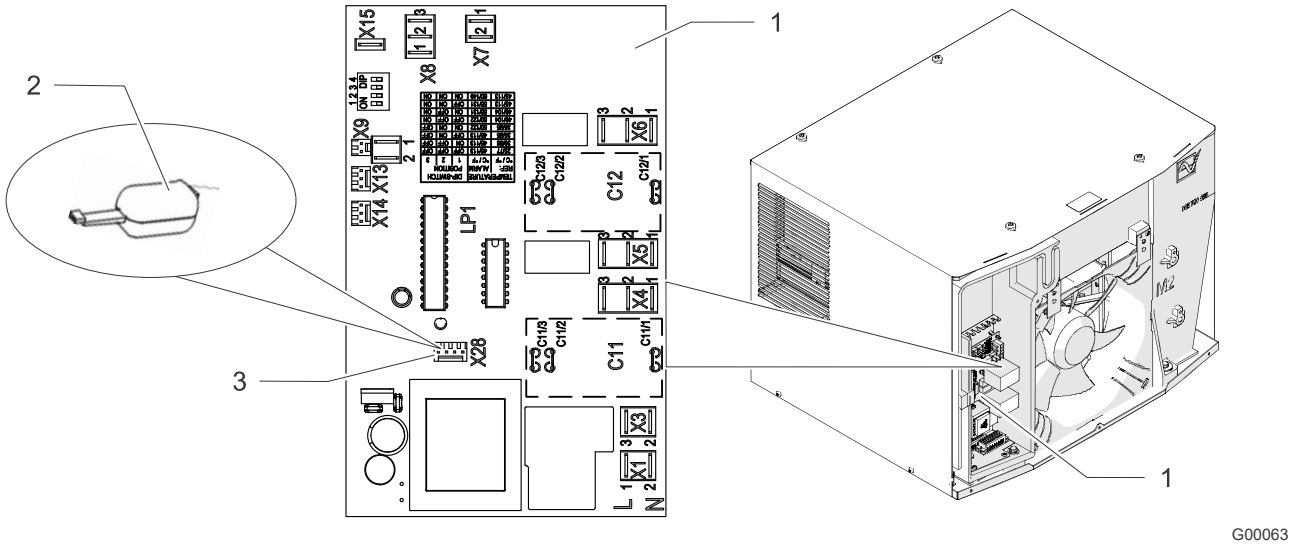

Fig. 24 : Interface de service
- La prise pour l'adaptateur USB (Fig. 24, rep. 2) est marquée sur le plan de branchement avec l'identification de l'équipement X28 (Fig. 24, rep. 3).
La platine du contrôleur (Fig. 24, rep. 1) avec l’interface de service X28 (« Pièces de rechange et accessoires », Page 68, rep. 3) est accessible.